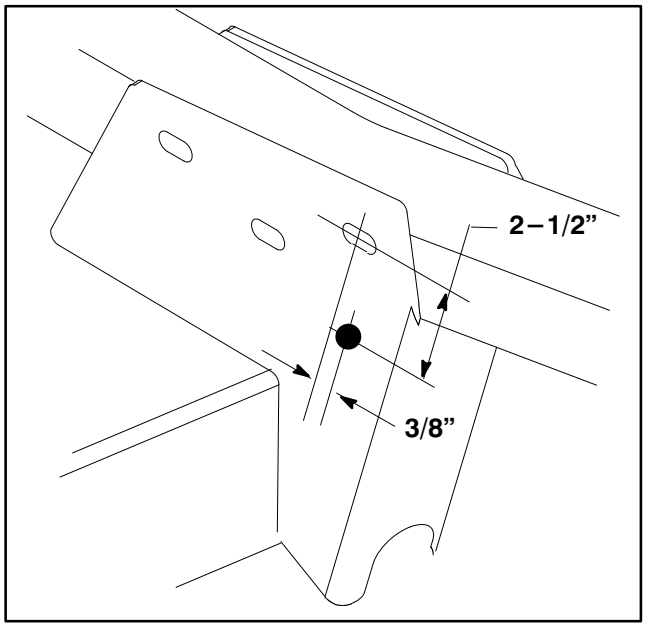

Figure 22
1. Using dimensions shown in figure 22, locate, mark and drill a 11/32" dia. hole thru both walls of right front castor arm bracket.